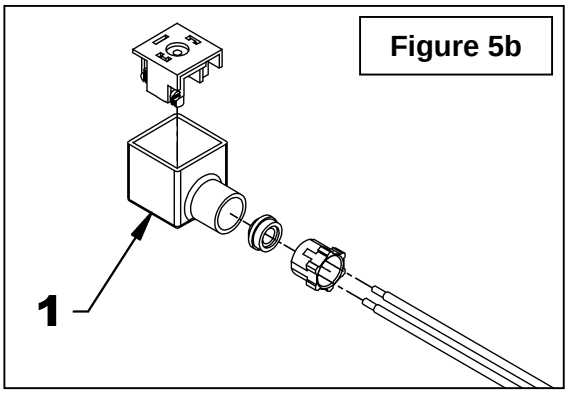
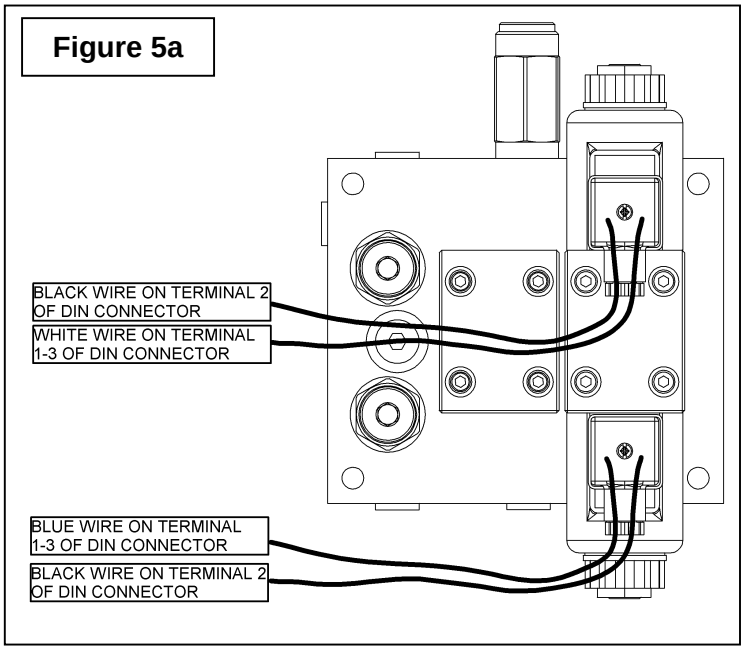

Figure 5b
Figure 5a
8. **Figures 5a-5b:** Disassemble the DIN connectors (fig. 5b, item 1) and connect the 160" harness wires as illustrated on Figure 5a. When connecting the wires, make sure to position the terminal board in the proper direction in the block so the wires point down once installed on the valve.